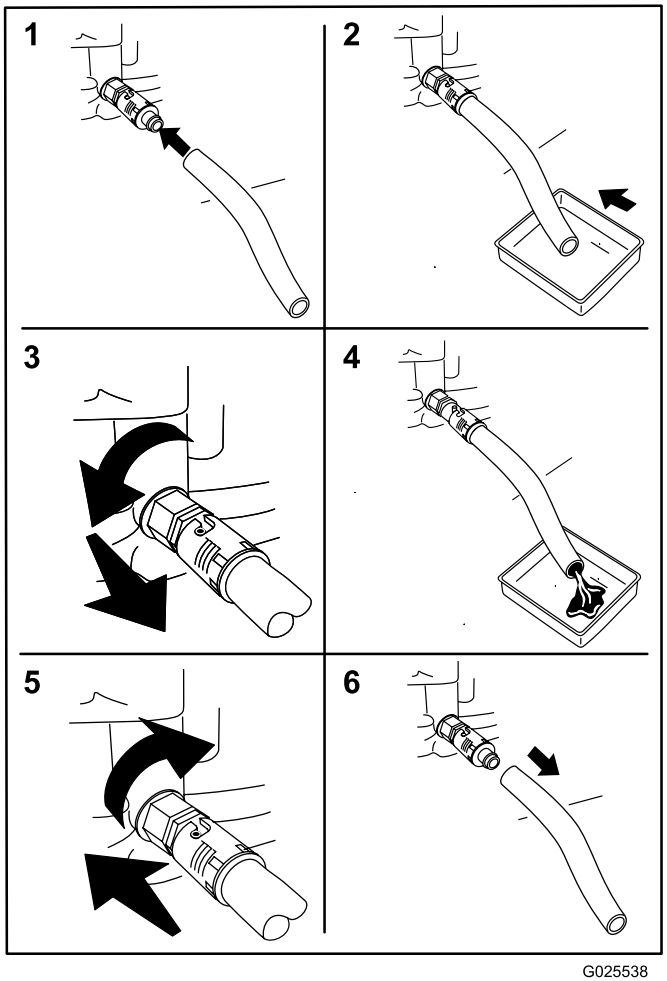

Figur 15
4. Sätt på tömningsslangen på motorns oljetömningsventil (Figur 15).
5. Placera den andra änden av slangen i en lämplig behållare för olja (Figur 15).
6. Vrid oljetömningsventilen ett kvarts varv motsols för att börja tömma ut oljan (Figur 15).
7. När all olja har tömts ut ska du vrida oljetömningsventilen ett kvarts varv medsols för att stänga ventilen (Figur 15).